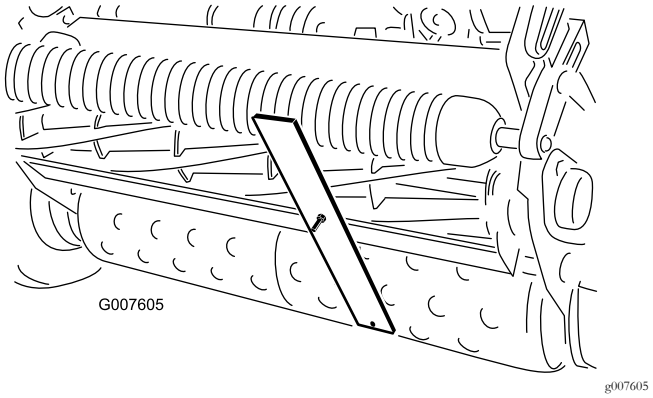

**Figur 50**
4. Hægt skruehovedet på bundknivens æg, og lad den bageste ende af stangen hvile på bagrullen (Figur 50).